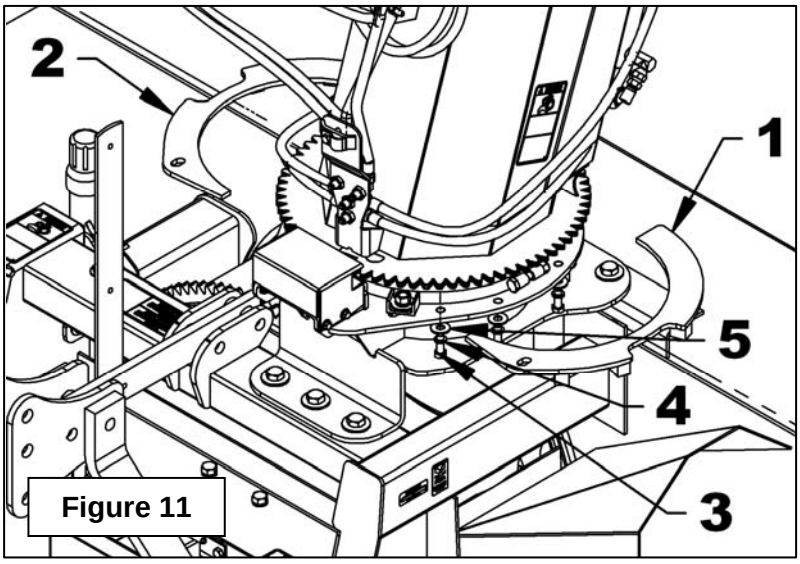

Figure 11
2. **Figure 11:** Insert the flange (item 1) on top of the retaining plate, under the chute gear.
3. **Figure 11:** Fasten the flange in the holes previously drilled with five 1/2"NC x 1 1/2" bolts, 1/2" lockwashers and 1/2" (9/16" hole) flat washers (items 3-4-5). Tighten at 88 lbs-ft (119 N-M).
5. **Figure 11:** Repeat the same procedure on the other side with the second flange (item 2).